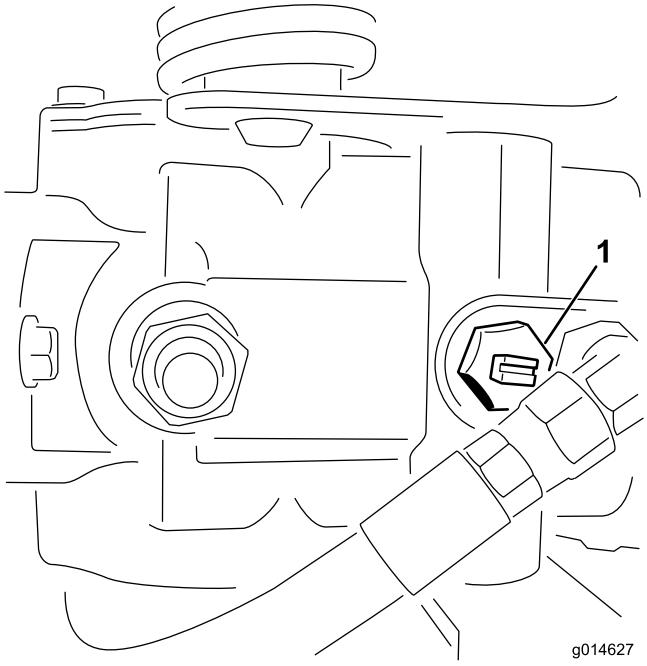

Figur 40
1. Lokalisera överströmningsventilen på pumpen och vrid den så att skåran är lodrät (Figur 40).
2. Stäng överströmningsventilen genom att vrida den så att skåran är vågrät (Figur 40) innan du startar motorn. Starta inte motorn när ventilen är öppen.